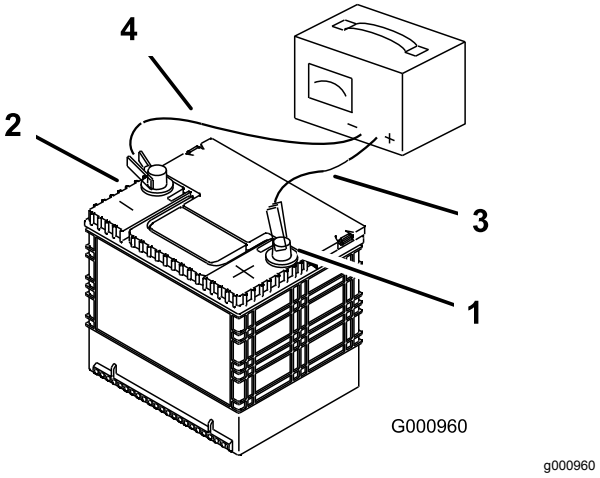

Figur 71
3. När batteriet är fulladdat ska laddaren kopplas bort från eluttaget först, och sedan ska laddningskablarna lossas från batteripolerna (Figur 71).